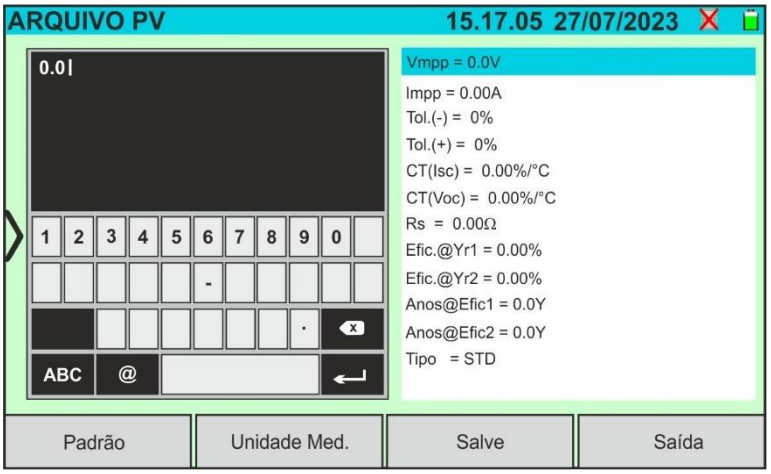

Fig. 26: Criar um novo módulo fotovoltaico - Passo 2
3. Utilize o teclado numérico virtual para definir os valores dos parâmetros do módulo de acordo com a folha de dados do módulo, como mostra a Fig. 26.